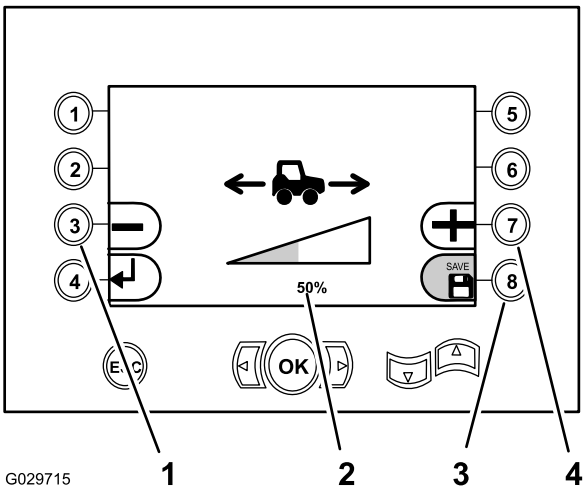

Рисунок 41
- Нажмите кнопку 3 (Рисунок 41), чтобы уменьшить процентное значение скорости движения, которую можно будет установить с помощью джойстика включения тяги в рабочем режиме (до минимальной настройки 15% от скорости движения, которую можно задать с помощью педали).
- Нажмите кнопку 7 (Рисунок 41), чтобы увеличить процентное значение скорости движения, которую можно будет установить с помощью джойстика включения тяги в рабочем режиме.
3. Нажмите кнопку 8 для сохранения сделанной вами настройки (Рисунок 41).